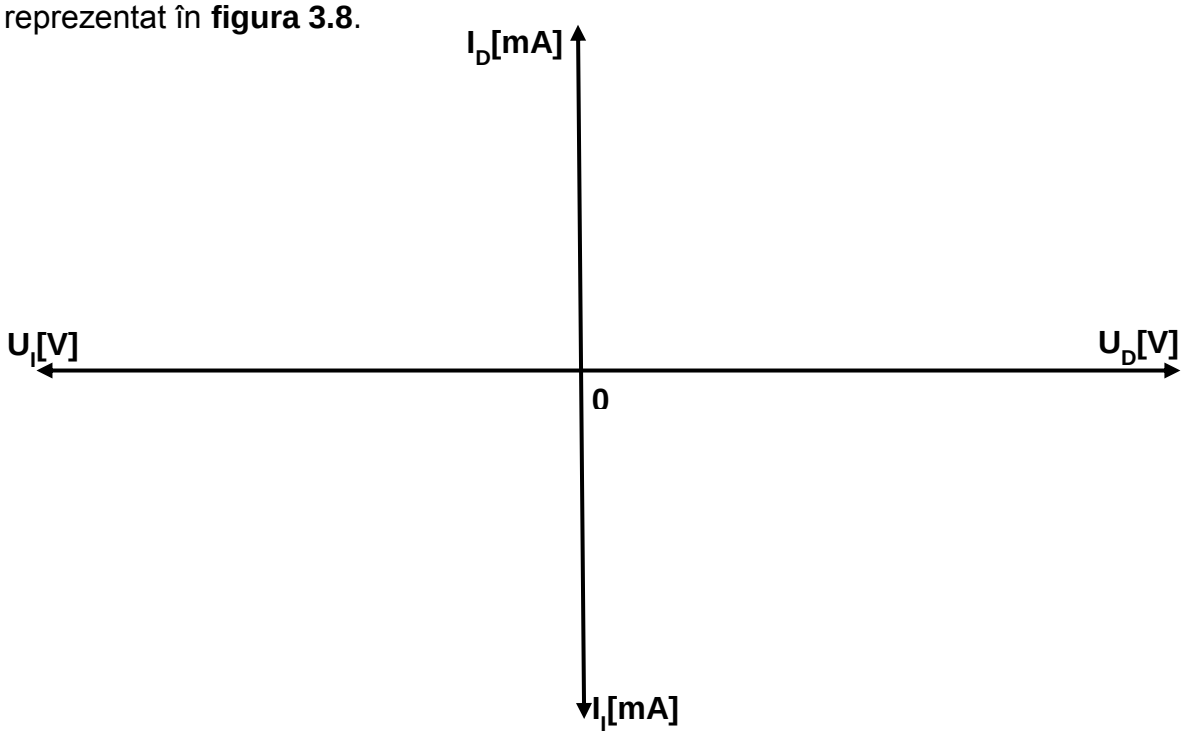

Figura 3.8 Graficul caracteristicii statice directe și inverse a diodei redresoare
4. Pe baza datelor din cele două tabele se trasează prin puncte caracteristica statică directă și caracteristica statică inversă a diodei redresoare în sistemul de coordonate reprezentat în **figura 3.8**.